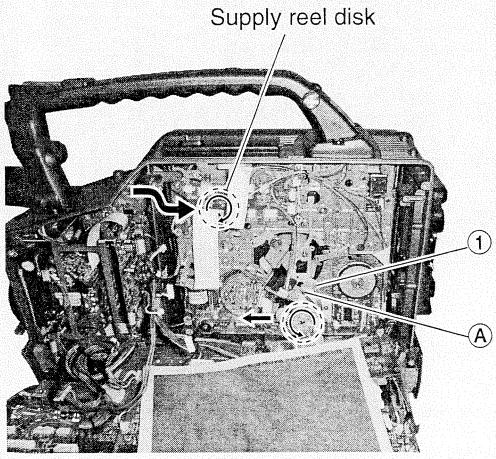

Fig. 1-7 How to take a cassette out manually
(4) Turning the timing belt in the direction shown in the Fig. 1-7 allows performing of the unloading and eject functions. Any tape slack occurring with this procedure should be wound by inserting a finger from the direction shown with an arrow in the diagram in order to turn the supply reel disk.